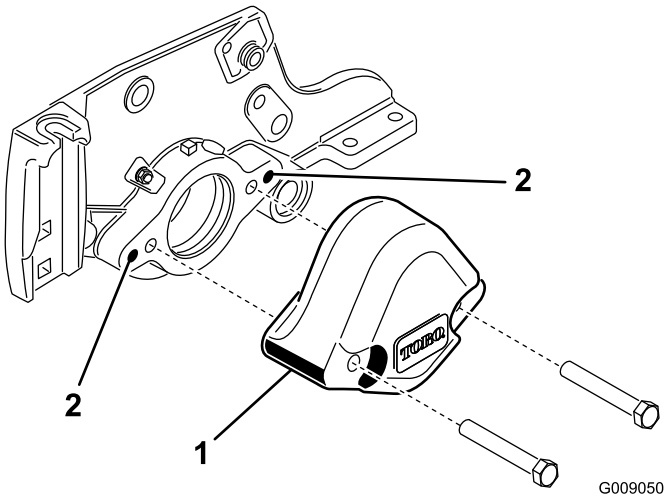

Figuur 5
3. Verwijder de 2 bouten waarmee het contragewicht aan het linker uiteinde van het maaidek is bevestigd. Verwijder het contragewicht (Figuur 5).
4. Gebruik een 3/8-16 tap om de verf in de buitenste montageopeningen in de zijplaat te verwijderen (Figuur 5).